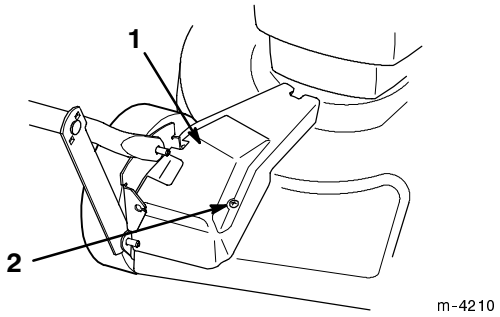

**Figure 23**
1. With the engine turned off, remove the bolt that secures the belt cover (Fig. 23) and remove the cover.